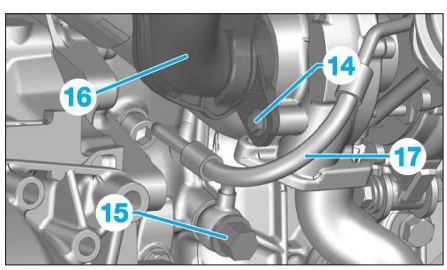

**Fig. 48**
- la vis (14) **(Fig.48)**,
- la vis (15).
• Ecarter le conduit d'air (16) et le tube d'arrivée d'huile (17).